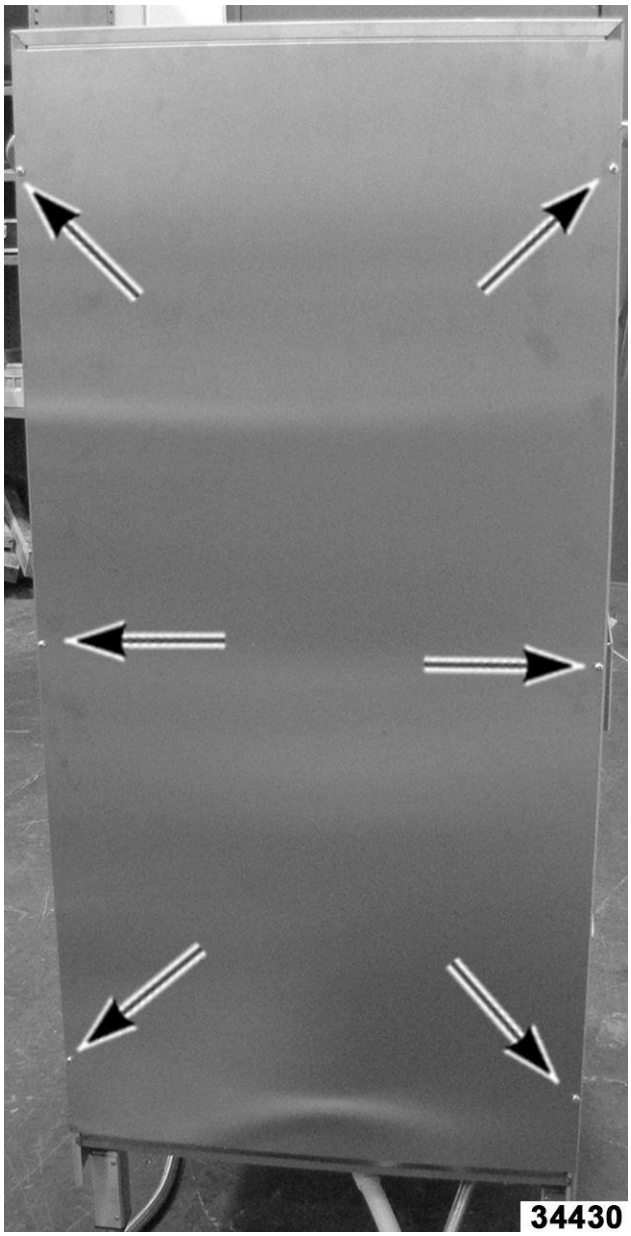

Fig. 58
2. Retire los seis tornillos que sujetan el panel posterior. (Fig. 58)